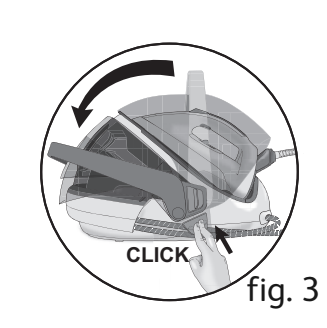

fig. 3
5. Ouvrir le volet de protection. fig.3.